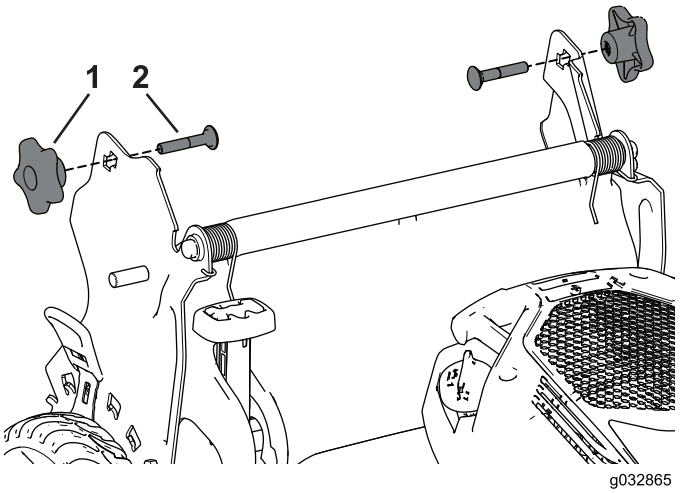

Figur 3
1. Fjern og gem de 2 håndtagsgreb og 2 bræddebolte fra håndtagsbeslagene (Figur 3).